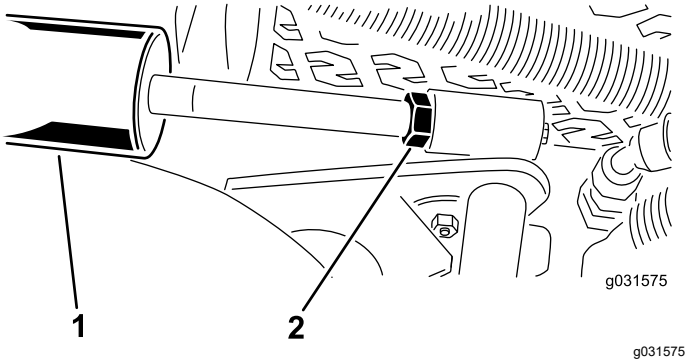

Figura 16
A. Baixe as unidades de corte e solte a porca de bloqueio do cilindro (Figura 16).